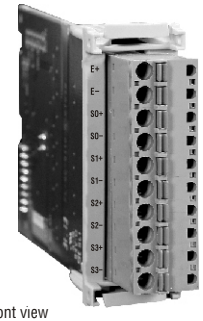

Figure 1.1 : Front view
- FL-SC-LC04 as shown in Figure 1.1 is used as a plug-in module in Flexys series and not as an independent module.